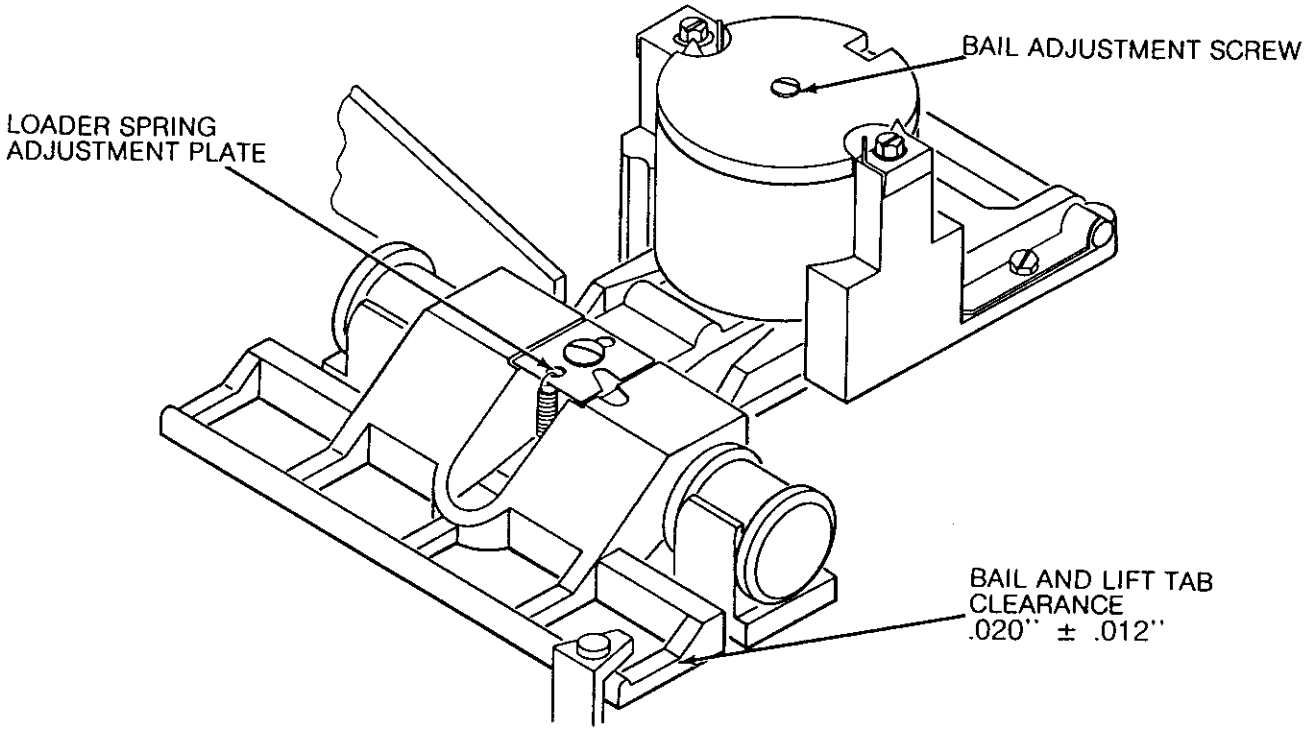

FIGURE 37. HEAD LOAD MECHANISM ADJUSTMENT
b. Select the drive and insure the head is loading. With the head loaded a clearance of .020" ± .012" should be obtained between the bail on the head load solenoid and the lift tab on the head arm (see Figure 37). To adjust this clearance turn the screw located on top of the armature (see Figure 37). Clockwise will decrease the clearance and counter-clockwise will increase the clearance.
(3) If the read signal begins sooner than 35 msec loosen screw holding the loader spring adjustment plate. Slide plate towards the solenoid body (see Figure 37). If the read signal begins after 50 msec, slide the plate away from the solenoid body.